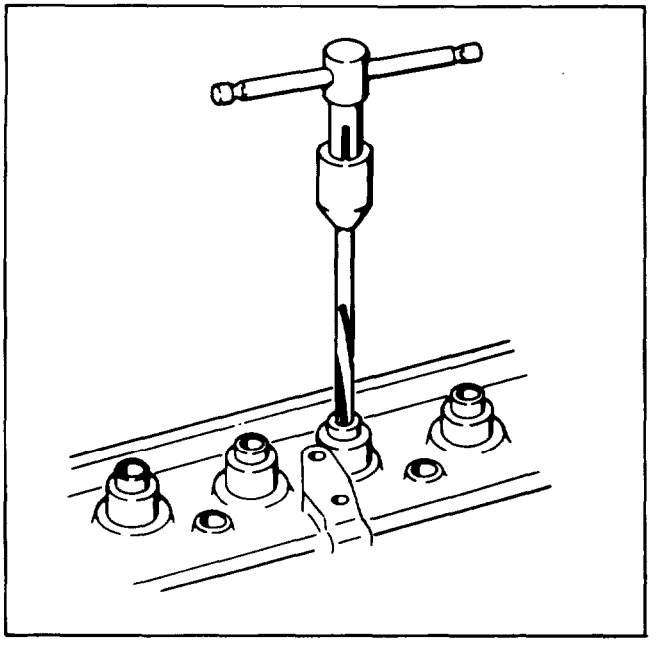

Figure 5-24. Reaming Valve Guides
d. Ream valve guide only if necessary to remove high spots and burrs by the use of a valve guide reamer (high spots sometimes occur when new guides are pressed in head). See figure 5-24.